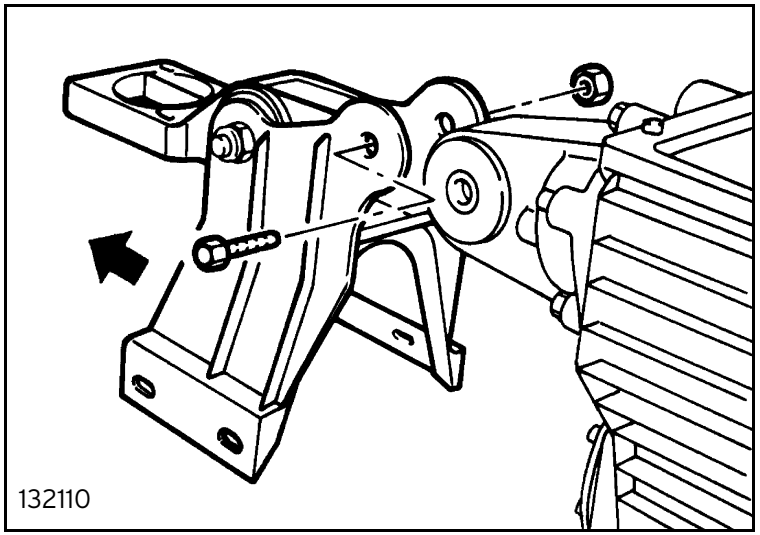

Fig. 10
- unscrew the securing bolt and remove the turret supporting frame (figure 10);